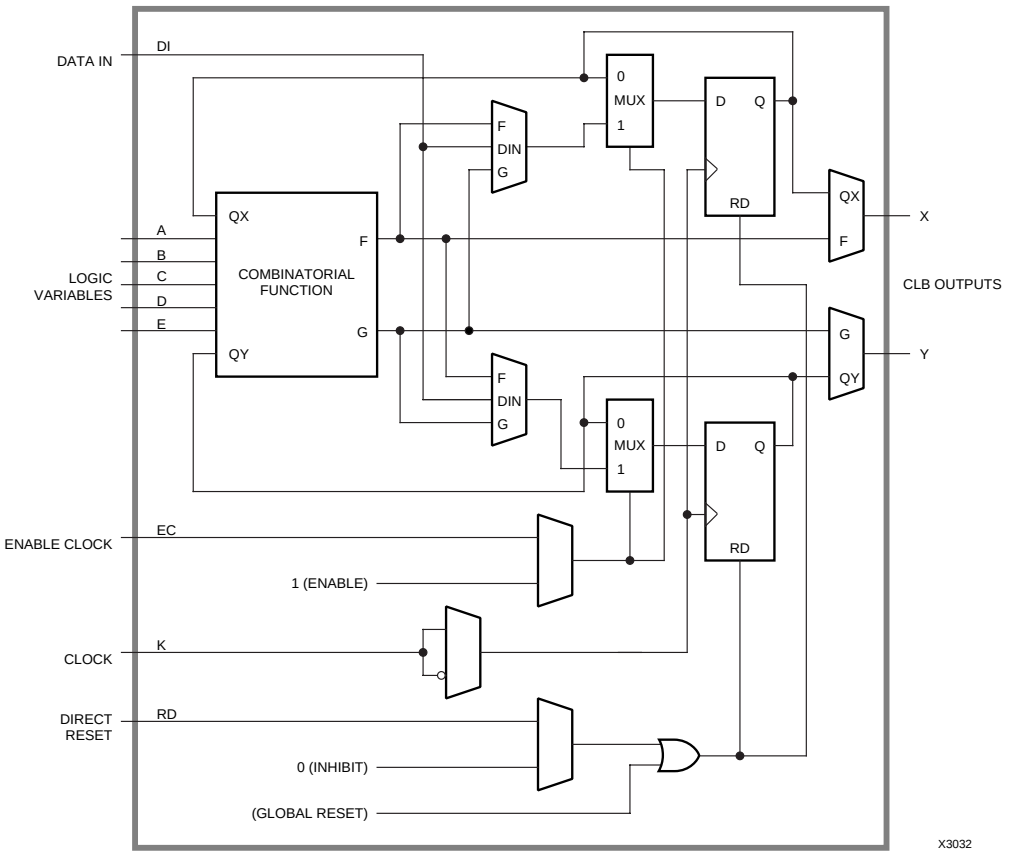

Figure 5: Configurable Logic Block.
Each CLB has a combinatorial logic section, two flip-flops, and an internal control section. See Figure 5. There are: five logic inputs (A, B, C, D and E); a common clock input (K); an asynchronous direct RESET input (RD); and an enable clock (EC). All may be driven from the interconnect resources adjacent to the blocks. Each CLB also has two outputs (X and Y) which may drive interconnect networks.